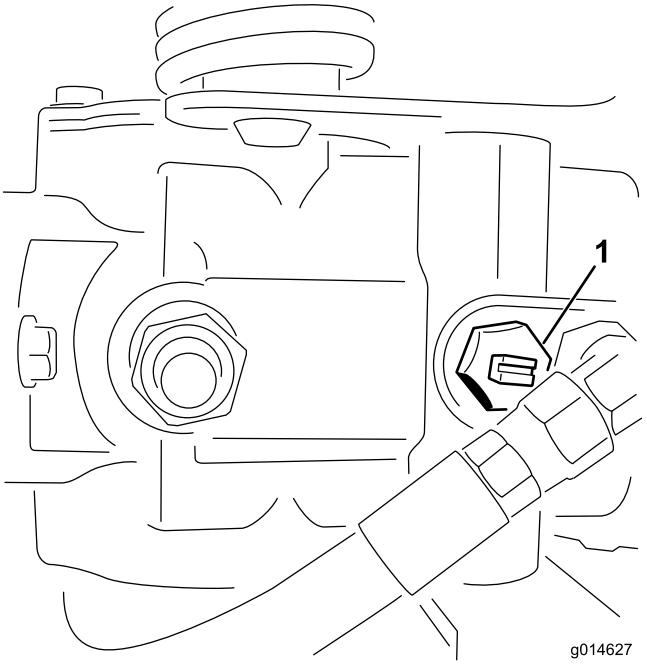

**Figur 42**
1. Lokalisera överströmningsventilen på pumpen och vrid den så att skåran är lodrät (Figur 42).
2. Stäng överströmningsventilen genom att vrida den så att skåran är vågrät (Figur 42) innan du startar motorn. Starta inte motorn när ventilen är öppen.